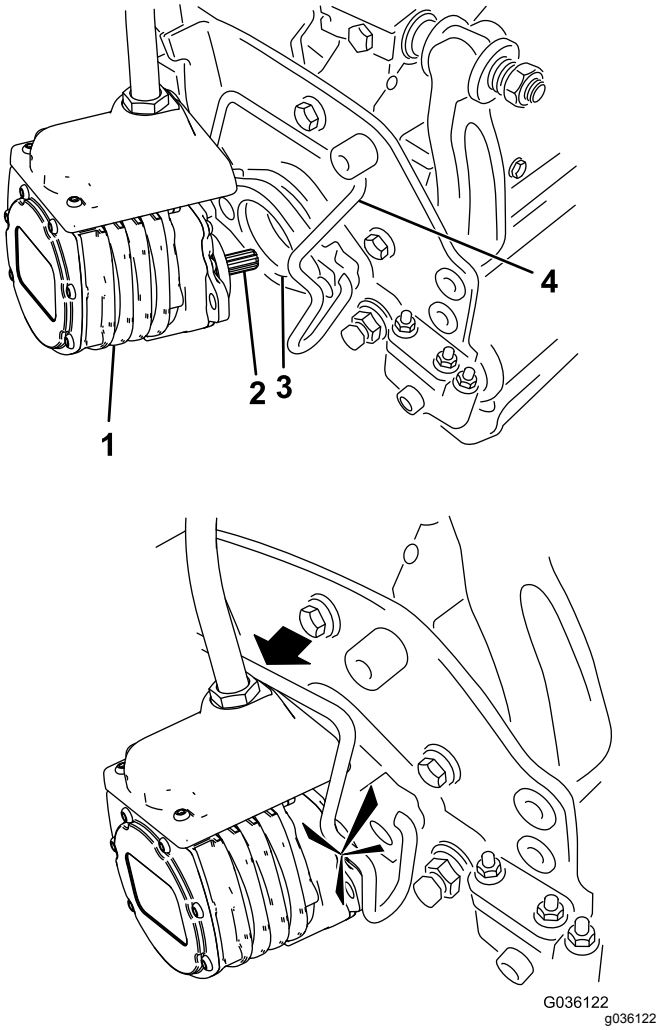

Figur 50
6. Kom rent smørefedt på notakslen på klippeenhedens motor (Figur 50).
7. Sæt motoren ind i klippeenhedens venstre side (set fra førersædet), og træk motorens holdestang på klippeenheden i motorens retning, indtil du hører et klik fra begge sider af motoren (Figur 50).